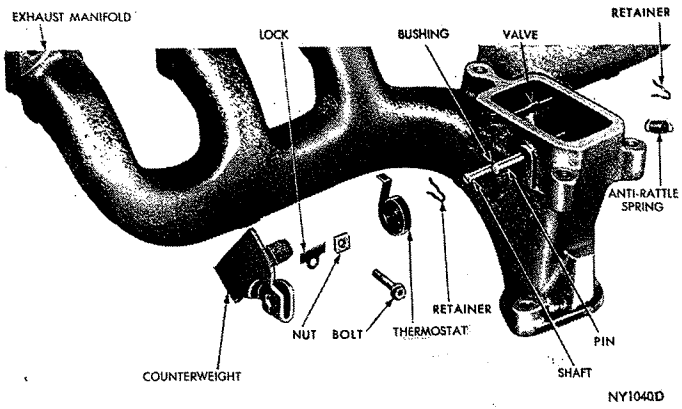

*Fig. 17—Manifold Heat Control Valve (170 and 225 Cu. In. Engines)*
(1) Remove counterweight and lock from end of shaft by loosening clamp bolt (Fig. 17).
(2) Unhook thermostat from stop pin and remove from valve shaft slot.